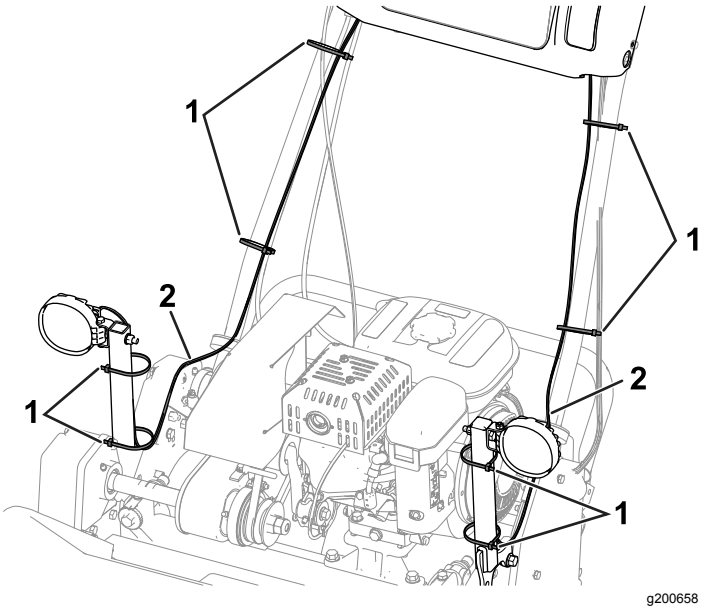

Figur 27
1. Bruk åtte kabelfester til å feste ledningssatsene til maskinen (Figur 27).